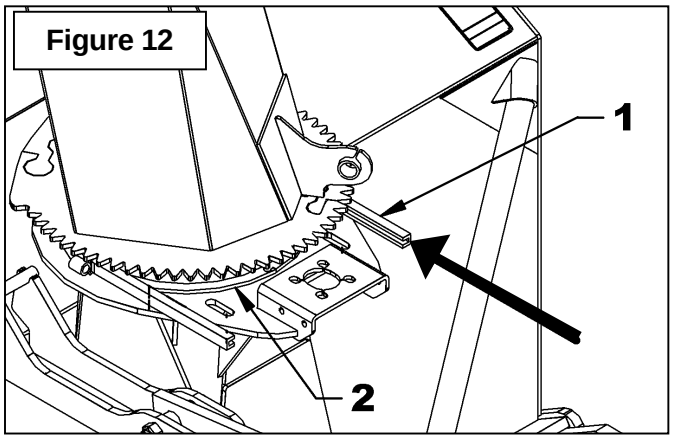

Figure 12
5. **Figure 12:** Raise the chute slightly, about 1/4" and wind the rotation bushing (item 1) between the welded retaining plate and the chute (item 2) by inserting it as illustrated. Fold back the rotation bushing around the chute.